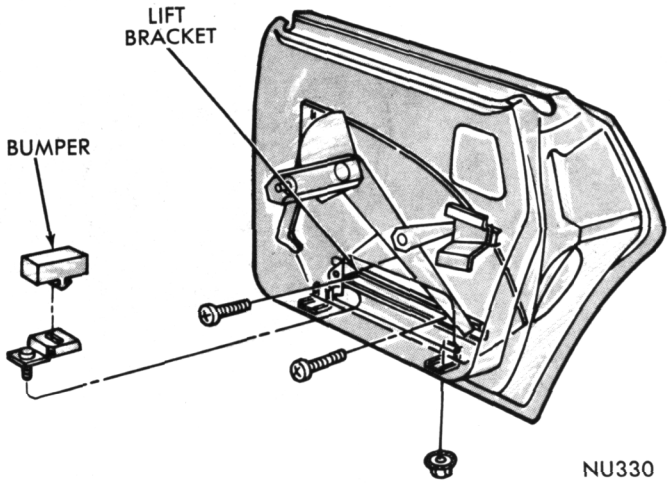

Fig. 54—Lift Bracket
(4) Remove glass lift bracket to glass fastener screws (Fig. 54).
(5) Move track panel rearward, approximately four
The glass lift bracket (Fig. 54) is positioned over sliding blocks on the regulator arms. Screws are used to secure the lift channel to the glass fasteners. Lubricate the sliding block contact areas of the lift channel sparingly.